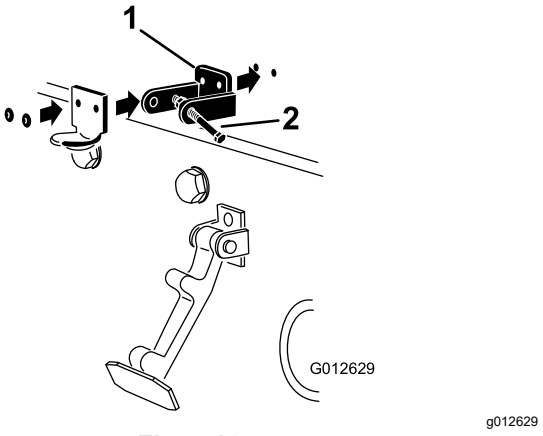

**Figur 16**
**Obs:** Låsfästet måste ligga mot motorhuven (Figur 16). Ta inte bort bult- och mutterenheten från låsfästets arm.
5. Nita fast fästena och brickorna på motorhuven (Figur 16).